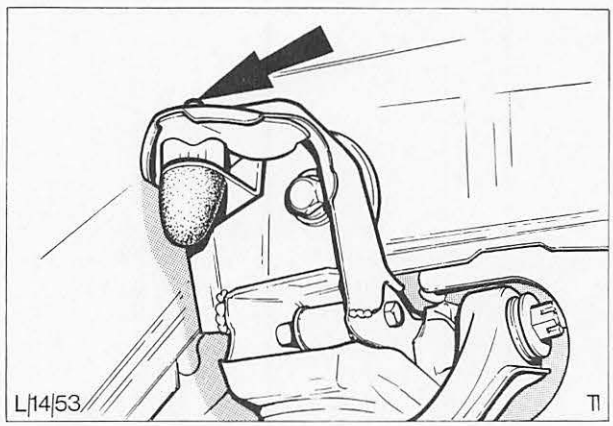

Abb. 17 Haltemutter – Gummianschlagpuffer
18. Gummianschlagpuffer, Abb. 17, und obere Dreieckslenker einbauen.